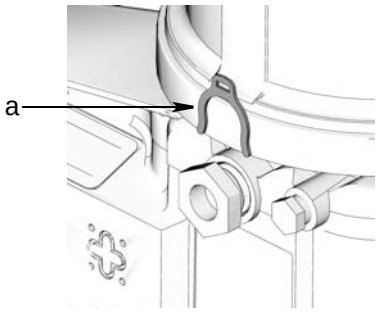

FIG. 26
5. Remove plug from left side of the G3 Pump. Install pump element and 2 shims (a) as shown in FIG. 26.